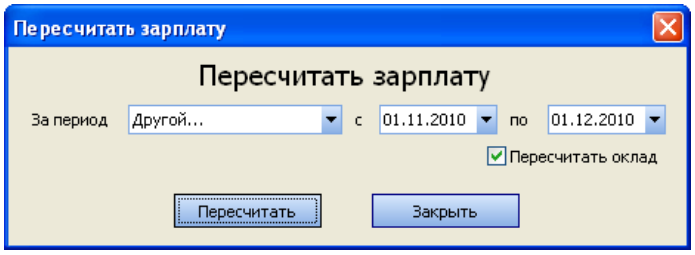

Рисунок 116 Окно Пересчитать зарплату
3. Нажмите кнопку **Действия** → **Пересчитать зарплату**. В открывшемся окне (см. Рисунок 116) укажите период для пересчета и установите галочку в поле **Пересчитать оклад**. Нажмите кнопку **Пересчитать**.